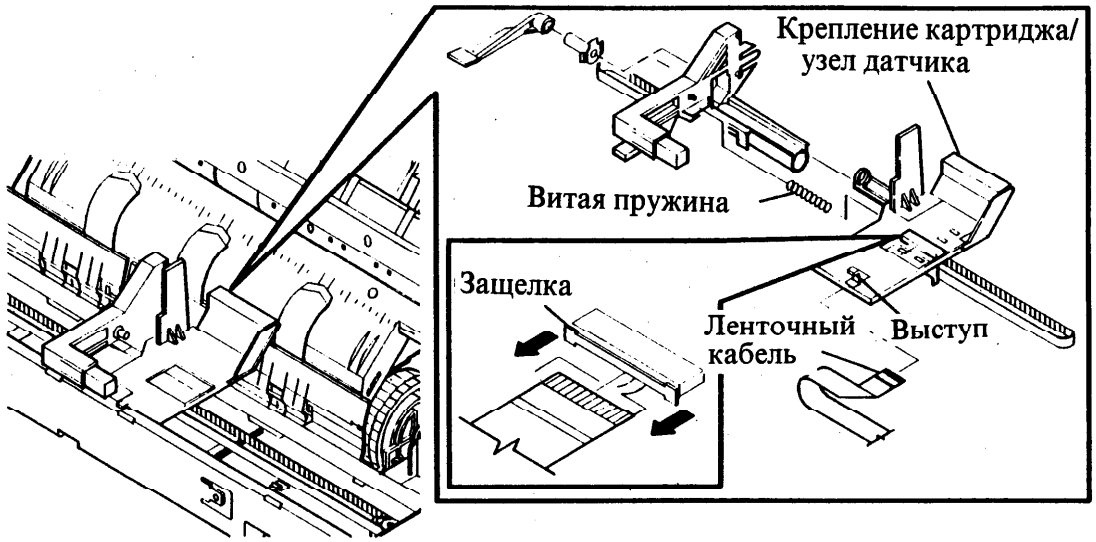

Рисунок 1 Снятие крепления картриджа/ узла датчика
1. Совместите выступы на передней части крепления картриджа/ узла датчика с рамой каретки (рис. 1).